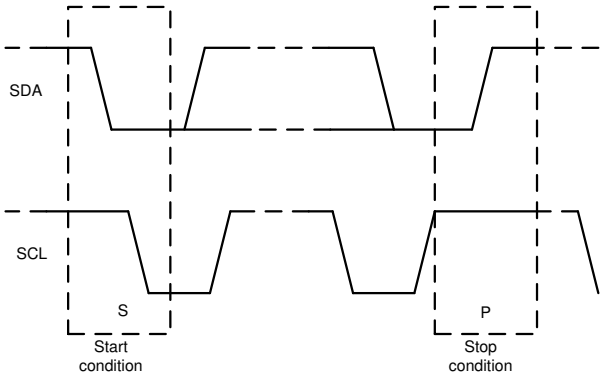

図 6-20. START 条件と STOP 条件
1. コントローラは、スタート条件を生成することで、データ転送を開始します。図 6-20 に示されているように、SCL が High の状態で SDA ラインに High から Low への遷移が発生すると、スタート条件となります。すべての I²C 互換デバイスは、スタート条件を認識します。
4. データ転送の終了を通知するために、コントローラは SCL ラインが High の状態で SDA ラインを Low から High に引き上げることでストップ条件を生成します。図 6-20 を参照してください。このアクションによってバスが解放され、アドレス指定されたターゲットとの通信リンクが停止します。すべての I²C 互換デバイスが、ストップ条件を認識します。ストップ条件の受信によって、バスは解放され、すべてのターゲット デバイスはスタート条件および一致するアドレスが送信されるのを待ちます。